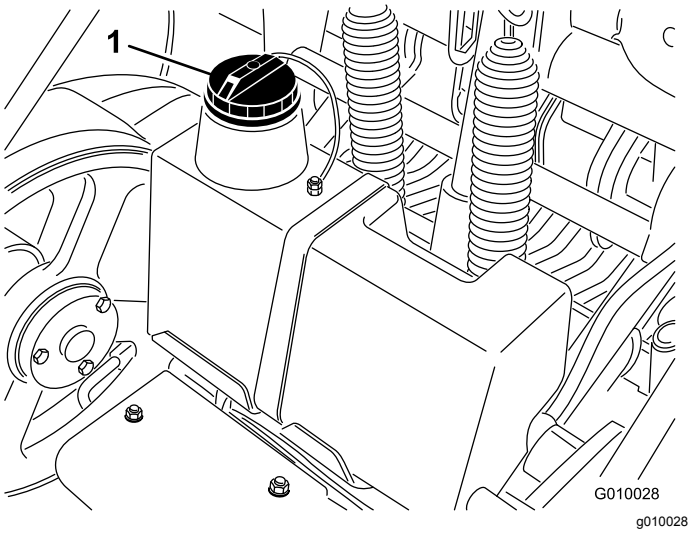

Figur 61
3. Rengør området omkring påfyldningshalsen og hydrauliktankens dæksel (Figur 61). Fjern dækslet fra påfyldningsstudsen.